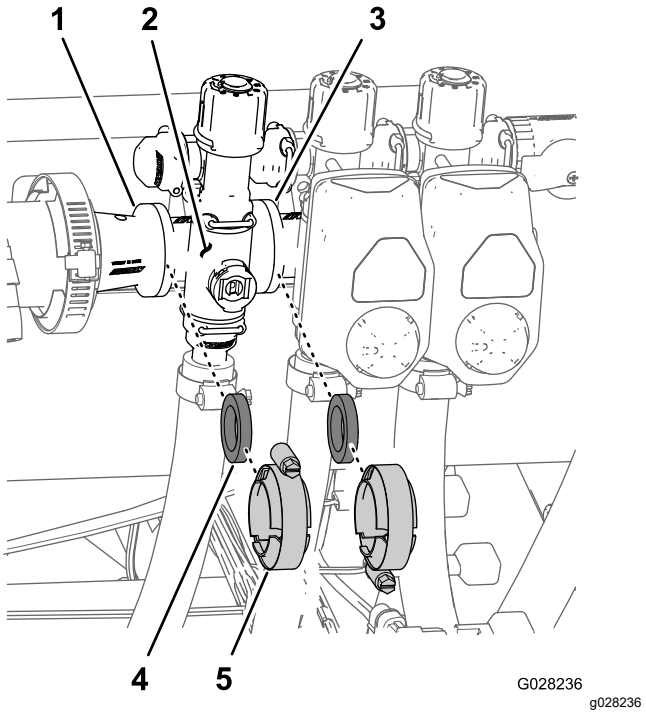

Figure 121
1. Remove clamps and gaskets that secure the manifold for the section valve (Figure 121) to the adjacent section valve (if left section valve, and the reducer coupling).